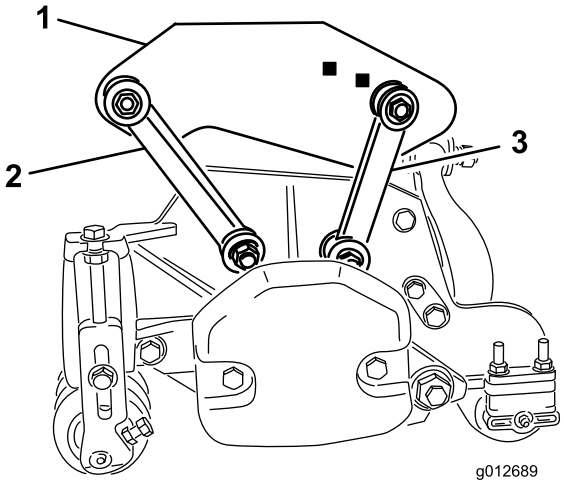

Figur 19
- Fastgør de forreste monteringsled til bærerammens huller med en bolt (3/8 x 2-1/4 tommer), 2 flade spændeskiver og en låsemøtrik som vist i Figur 19. Placer en spændeskive på hver side af leddet, når det
- Fastgør de bageste monteringsled til den bageste bærerammes huller med en bolt (3/8 x 2-1/4 tommer), 2 flade spændeskiver og en låsemøtrik som vist i Figur 19. Placer en spændeskive på hver side af leddet, når det monteres. Tilspænd fastgørelsesanordningerne til 42 Nm.